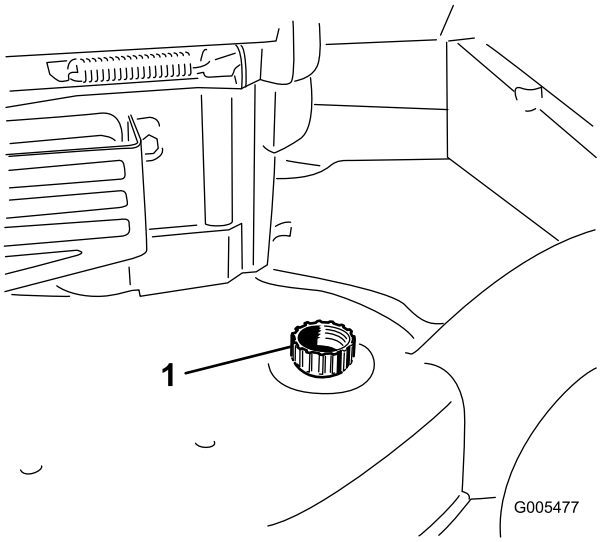

Figura 39
3. Conecte una manguera de jardín que esté conectada a un grifo al orificio de lavado de la carcasa de la máquina (Figura 39).